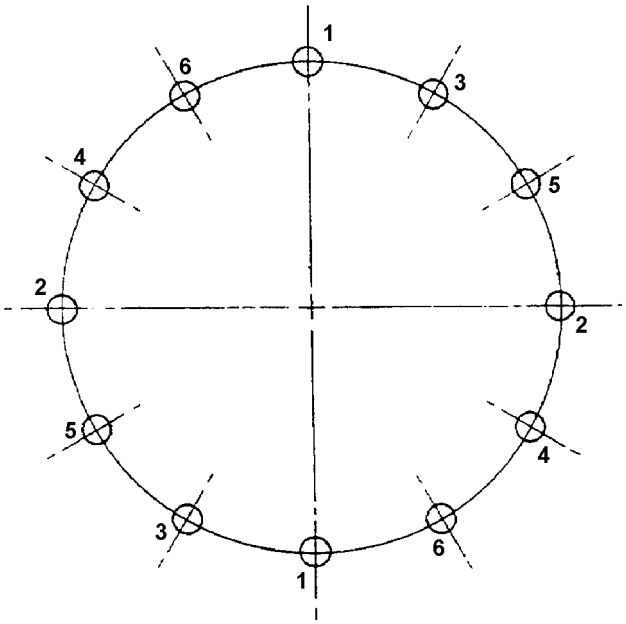

Figure 8. Tie rods, Rear Compressor Rotor – Torquing Sequence
(2) Tighten and torque the tie rod nuts in pairs 180° apart to 100 pound–inches, in the sequence shown in Figure 8.
(3) Further torque the tie rod nuts in pairs in the same sequence to 250 pound inches.
(4) Allow assembly to cool to approximately room temperature before proceeding to next step.
(1) Re–torque all tie rods in pairs, 180° apart, to 250 pound inches. Use pattern of Figure 8.
(2) Place spacer on ring of PWA 9562 stretch gage, then install gage onto front hub.
(3) Insert anvils at bottom of dial indicator through center of PWA 9625 wrenches.
(4) Set dial indicators to zero with anvils touching tie rods.
(5) Loosen two (2) nuts, 180° apart, to zero pound inch.
(6) Re–torque same two (2) nuts to 20 pound inches.
(7) Set indicators to zero and stretch tie rods to 0.032 inch.
(8) Check position of nut flats to keywashers tabs.
(9) Align nuts so that two tabs are on one flat or one tab each on two flats, but do not exceed a stretch of 0.035 inch.
(10) Repeat steps 1 through 4 for the remaining tie rods per the sequence shown in Figure 8.
(11) Recheck and adjust where necessary to insure all tie rods are stretched 0.032 to 0.035 inch.
(12) Remove tooling.
(13) Bend key washer tabs to secure nuts. (QA)